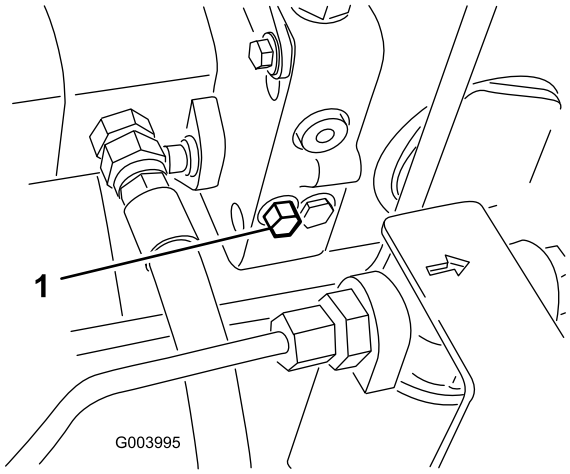

**Figura 41**
1. Gire el perno de la válvula de desvío una vuelta y media para abrirla y dejar pasar el aceite internamente (Figura 41).